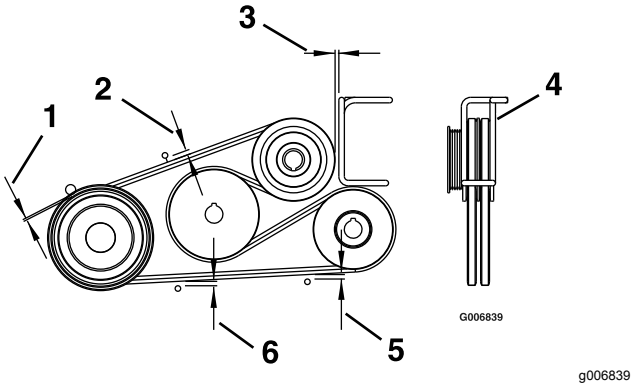

**Figuur 63**
4. Stel de riemgeleiders in zoals in Figuur 63.